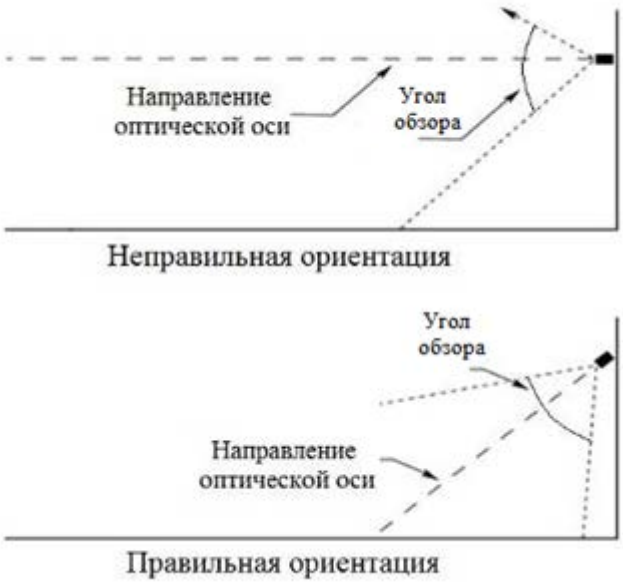

Рисунок 3 − Установка извещателя по отношению к горизонту
- Извещатель должен быть нацелен на объект по нисходящей под углом к горизонту, по крайней мере, 10 - 20 градусов (см. рис. 3). Такая установка предотвращает скопление влаги на смотровом окне.